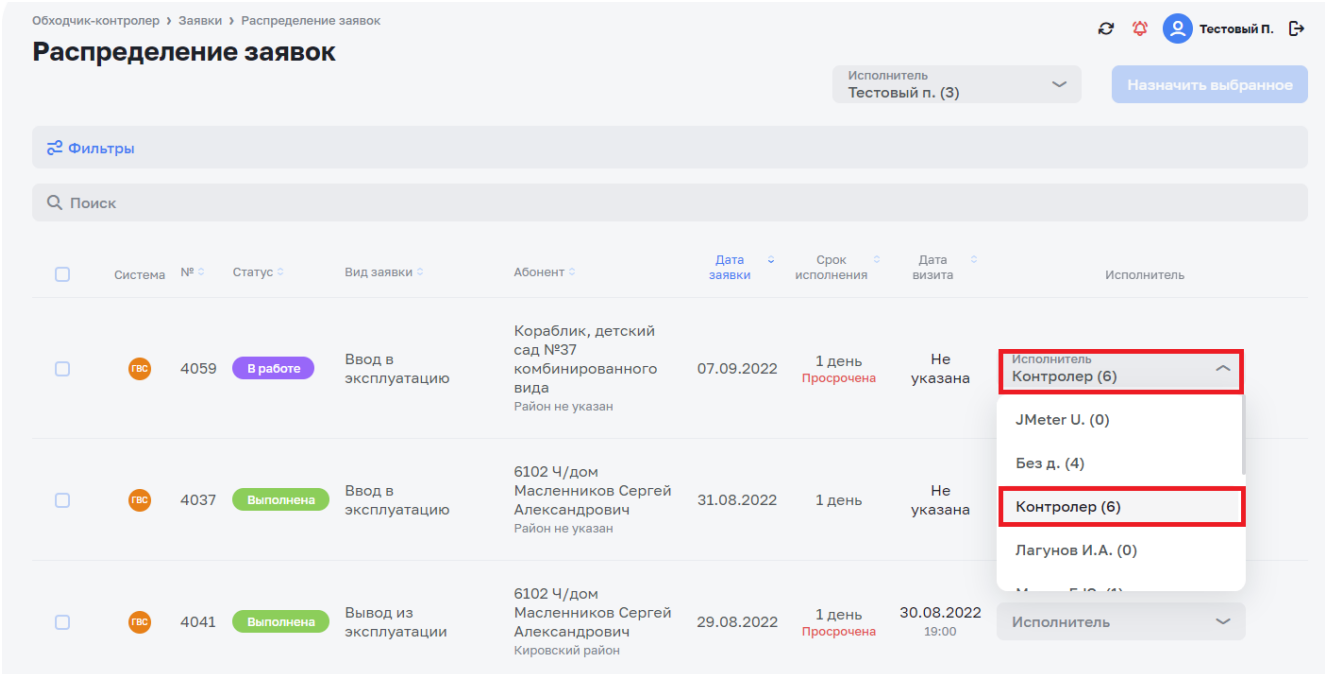

Рисунок 34 – Индивидуальное распределение заявок
2. В *индивидуальном* режиме назначения необходимо в каждой заявке нажать кнопку «Исполнитель» и выбрать исполнителя (см. Рисунок 34).